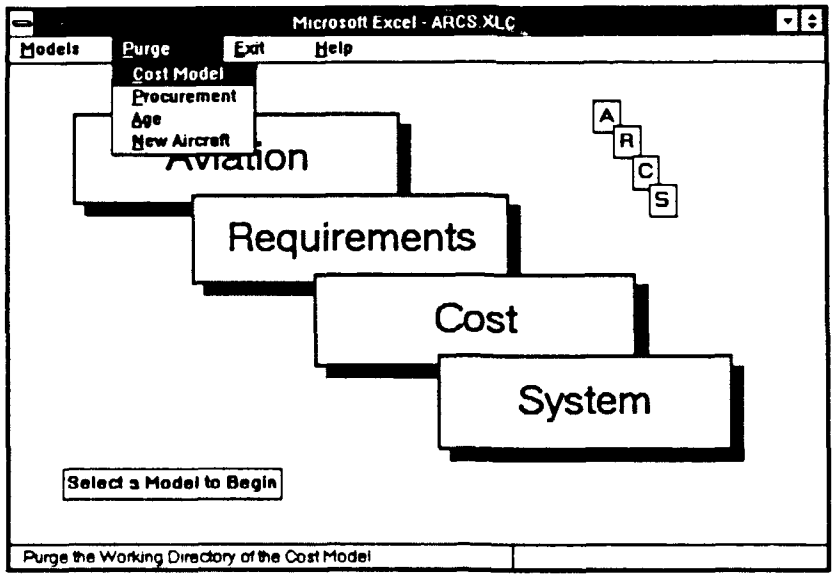
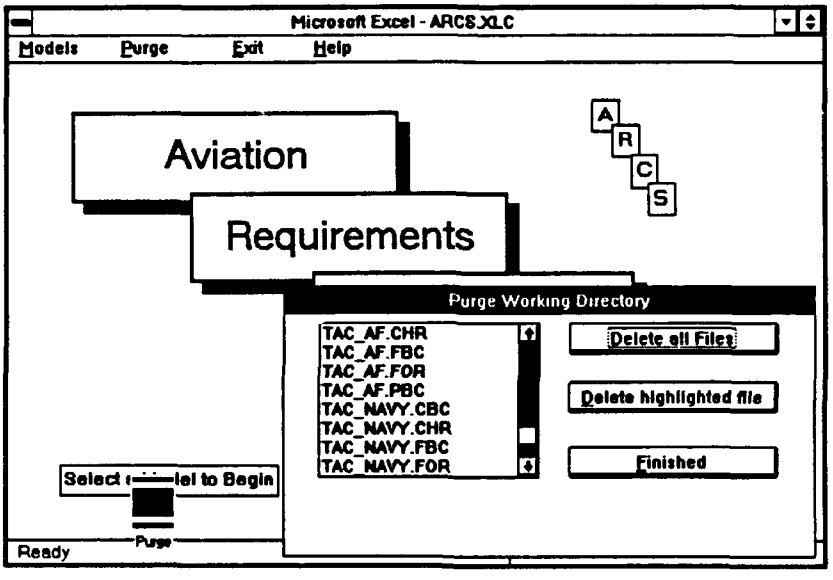

Figure 9. Purge Menu Options
Figure 15. "Purge Working Directory" Dialog Box
- **Purge** provides the option of deleting files from the working directories associated with four of the models in the ARCS. The pull-down menu consists of a list of these four models (Figure 9). The Inventory Model does not use the working subdirectory approach and therefore is not listed on the **Purge** menu. Inventory files may be purged using a menu option within the Inventory Model.
Age, and New Aircraft Models within ARCS, files are loaded from the baseline or other subdirectories into the working directory of the particular model. When you exit one of these models, these files are retained for use the next time the model is used, i.e., as the "previous case." If, however, you need to reduce the amount of disk space that ARCS is using, you have the option of deleting selected or all files from the working directories of the individual models. The **Purge** pull-down menu lists four of the models in ARCS (Figure 9). From the pull-down menu, select the model to be purged. After the selection, a dialog box entitled "Purge Working Directory" appears from which you may select individual files to be deleted (Figure 15).